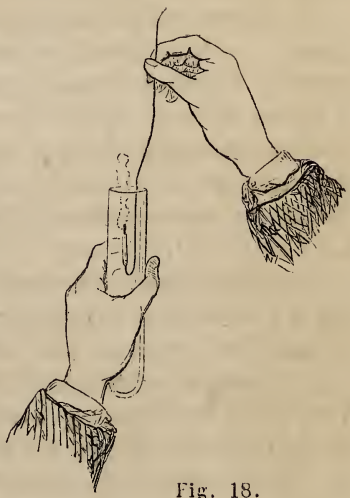

Fig. 18.
71. **Propriétés chimiques.** — L'oxygène rallume les corps en combustion; c'est pour cette raison qu'on l'avait appelé *corps comburant*. Lorsqu'on plonge dans une éprouvette pleine d'oxygène une allumette, une bougie présentant encore quelques points en ignition, elles se rallument avec intensité (fig. 18).